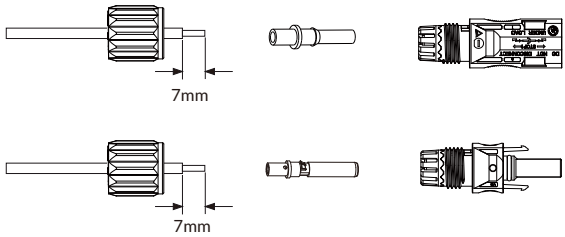

Figura 5.3 Desmonte a capa do conector
a) Remova a cobertura do condutor CC em aproximadamente 7 mm, desparafuse a porca da capa do conector (consulte a figura 5.3).